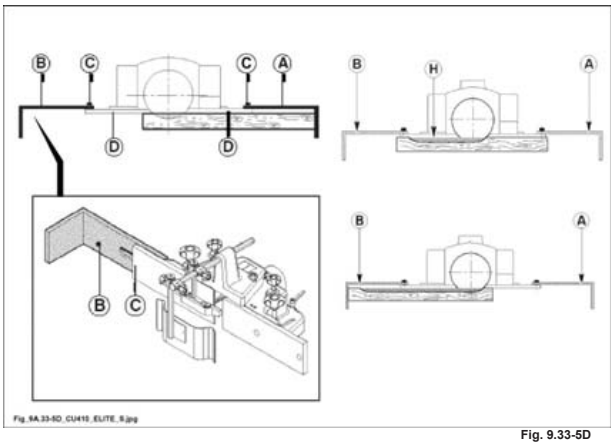

Fig. 9.33-5D
Per fresature non passanti (H fig. 9.33-5D) e lavorazioni di pezzi corti, è indispensabile creare sulla guida in ingresso e su quella in uscita, delle battute antirigetto (A fig. 9.33-5D) e (B fig. 9.33-5D) (non in dotazione).
Queste devono essere fissate con le viti (C fig. 9.33-5D) sulle guide (D fig. 9.33-5D).
- appoggiare il legno contro la battuta (A fig. 9.33-5D) e spingerlo contro la fresa;
- avanzare con il pezzo fino alla battuta (B fig. 9.33-5D).